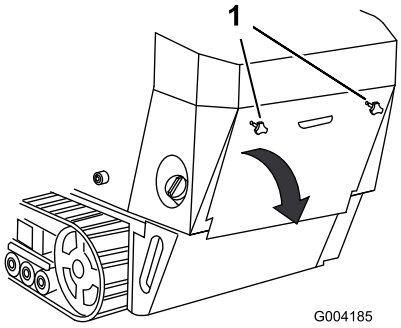

Figur 24
1. Skruva loss de två handrattarna som fäster den bakre åtkomstpanelen vid maskinen (Figur 24).
2. Luta den bakre åtkomstpanelen nedåt och ta bort den så att du kommer åt de inre delarna (Figur 24).